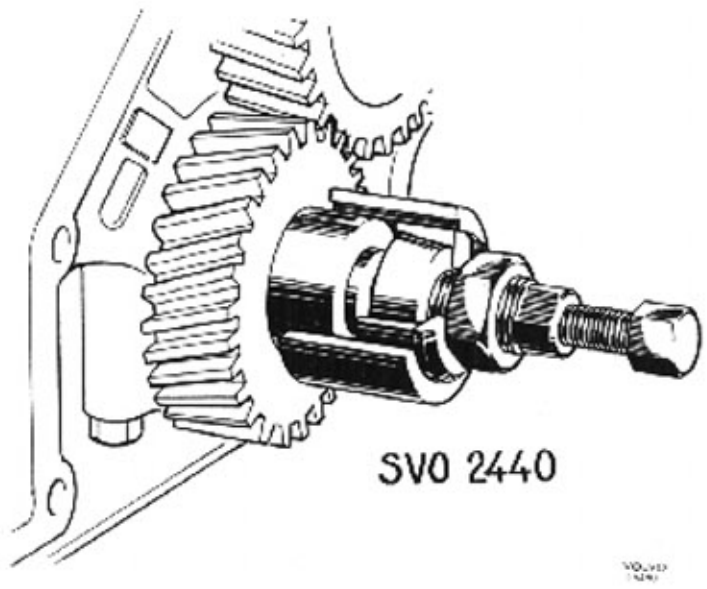

Bild 21-26. Demontering av nav på vevaxel
3. Demontera navet på vevaxeln med avdragare SVO 2440. Se bild 21-26.